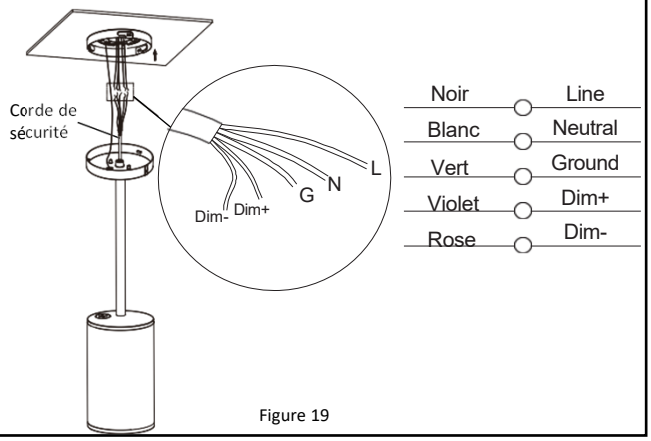

Figure 19
6. Faites les connexions de câblage conformément à la ***Figure 19.***